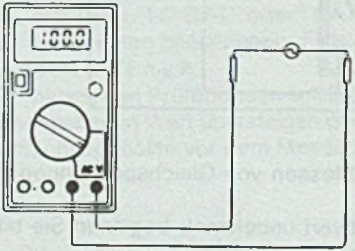

Fig. 5-2 Messen von Wechselspannungen
2. Stellen Sie den Funktionswahlschalter auf den gewünschten ACV-Bereich, und legen Sie die Prüfspitzen an die zu messende Spannungs-quelle (siehe Fig. 5-2).